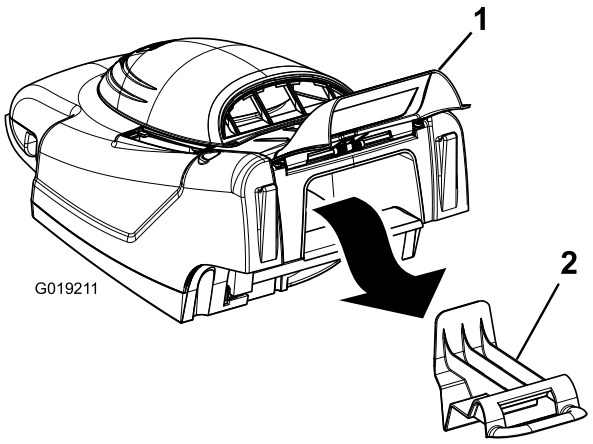

**Figur 14**
1. Lyft den bakre dörren och ta bort mullningspluggen (Figur 14).